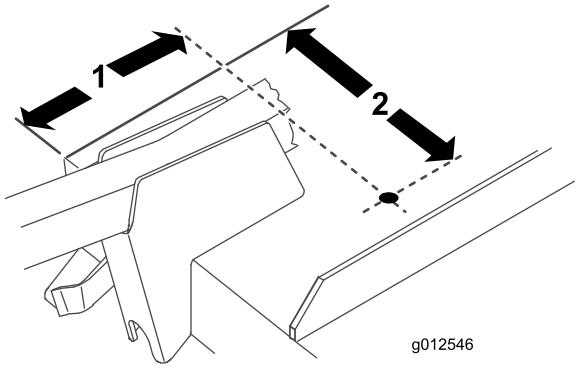

Figura 18
1. Servendovi delle dimensioni riportate nella Figura 18, individuate, contrassegnate e praticate un foro con diametro di 13/32 poll. nel piatto di taglio. Le dimensioni illustrate indicano l'angolo anteriore destro del piatto di taglio e il bordo dell'apertura di scarico. Le staffe del soffiatore sono state rimosse per chiarezza.